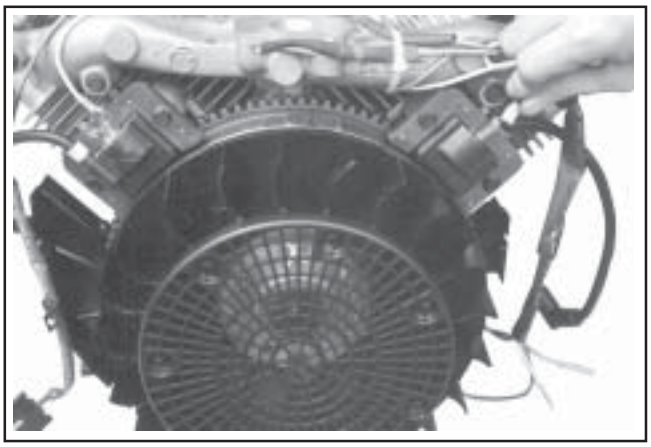

Figure 11-54. Connecting Kill Leads on Standard Ignition Modules.
On engines are not equipped with SMART-SPARK™ the modules are installed with the spark plug lead wire from module always away from the cylinder. On #1 cylinder, the single kill tab should be towards you. See Figure 11-54. On #2 cylinder, the single kill tab should be away from you (in).
3. Connect the kill lead to the tab terminal on standard ignition modules. See Figure 11-54.